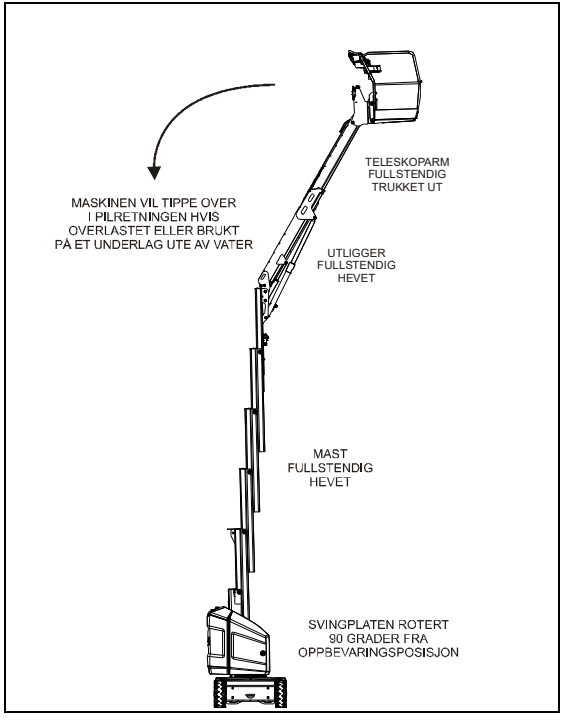
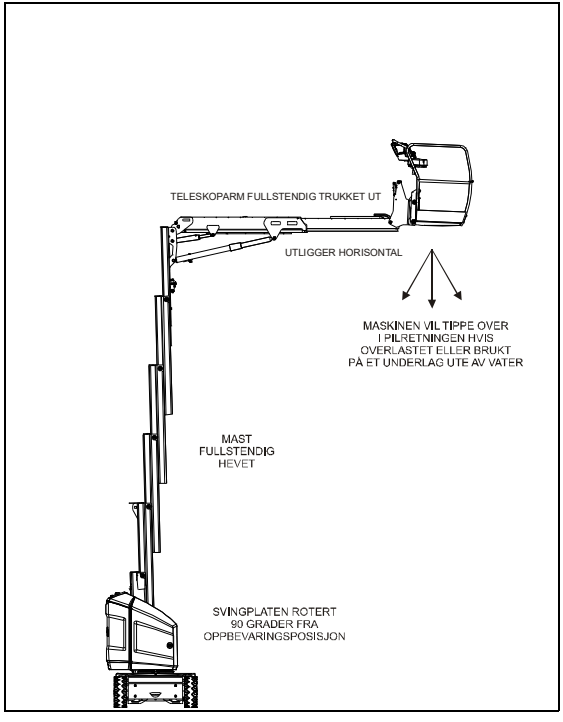

**Figur 3-1. Posisjon med minst stabilitet bakover**
**Figur 3-2. Posisjon med minst stabilitet framover**
Maskinens stabilitet er basert på to (2) forhold som kalles stabilitet FRAMOVER og BAKOVER. Maskinens posisjon med minst stabilitet FRAMOVER vises i (Figur 3-2.), og dens posisjon med minst stabilitet BAKOVER vises i (Figur 3-1.).